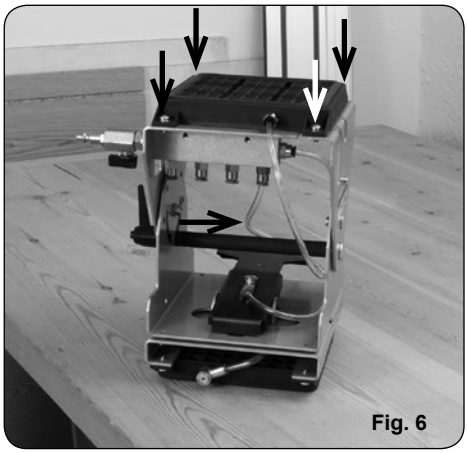

Fig. 6
• Si desea que la sujeción del soporte SVN450 sobre el lugar de trabajo sea también neumático puede montar un sistema SVN250 adicional en los taladros de que dispone la base del soporte principal y conectar la entrada de aire de la nueva unidad a uno de los conectores libres del distribuidor (Fig. 6).
• If you also wish to pneumatically clamp the SVN450 support onto the work area, you may mount an additional SVN250 system, using the holes found on the main support base and connecting the air intake on the new unit to one of the free connectors on the distributor (Fig. 6 - 6.1).
• Pour que le serrage de l'unité SVN450 sur le plan de travail se fasse également par le vide, il est possible de monter un autre plateau à vide SVN250 dans les orifices de la base de l'unité principale et de brancher l'entrée d'air du nouveau plateau sur l'un des embouts disponibles du tiroir de distribution (Fig. 6 - 6.1).
• Wenn Sie auch die Halterung SVN450 mit Druckluft am Werktisch befestigen möchten, können Sie in den Bohrungen der Grundfläche der Haupthalterung ein zusätzliches System SVN250 montieren und den Luftanschluss des neuen Geräts an einem freien Anschluss des Verteilers anschließen (Abb. 6 - 6.1).
• Se si preferisce che il fissaggio del supporto SVN450 nella postazione di lavoro sia anche di tipo pneumatico, è possibile montare un sistema SVN250 aggiuntivo nei fori di cui dispone la base del supporto principale e collegare l'ingresso dell'aria della nuova unità a uno dei connettori liberi del distributore (Fig. 6 - 6.1)
• Se pretender que fixação do suporte SVN450 sobre o local de trabalho seja também pneumática, pode montar um sistema SVN250 adicional, nos orifícios existentes na base do suporte principal, e ligar a entrada de ar da nova unidade a um dos conectores livres do distribuidor (Fig. 6 - 6.1)
• Для пневматического закрепления системы SVN450 на рабочей поверхности допускается использование дополнительного фиксатора SVN250, закрепив его через отверстия в основании системы и подключив в свободный разъем распределительного блока (Fig. 6).